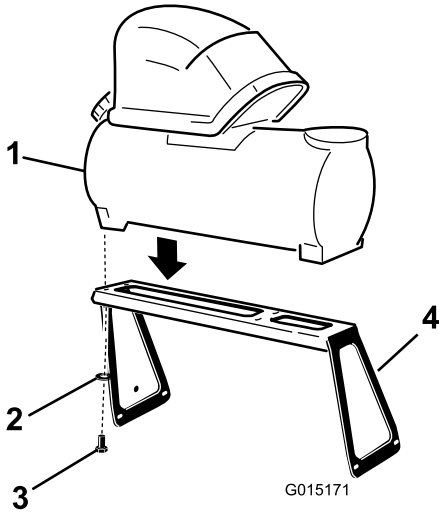

Figur 2
1. Sätt skumtanken på monteringsfästet enligt bilden (Figur 2).